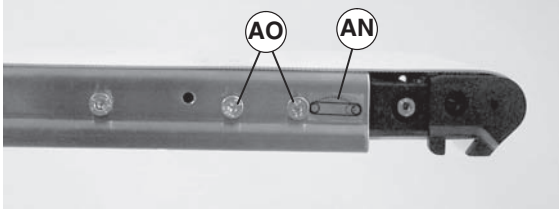
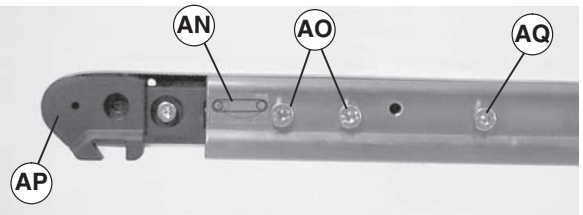
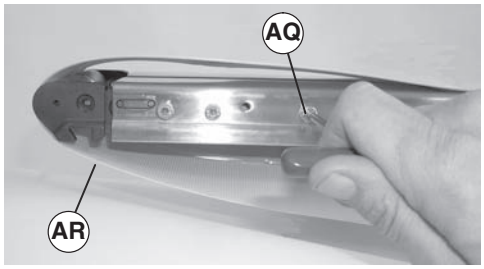

Figure 21
Figure 22
Figure 23
label (Figure 21, item AN) and (Figure 22, item AN), loosen two M6 socket head cap screws (AO) on each side of conveyor.
7. Retract idler spindle assembly (Figure 22, item AP) by pushing in on it or by turning M6 pinion screw (Figure 22, item AQ) and (Figure 23, item AQ) clockwise.
8. Remove conveyor belt (Figure 23, item AR) from both ends of conveyor.
10. On tension end of the conveyor identified with a label (Figure 21, item AN) and (Figure 22, item AN), loosen two M6 socket head cap screws (AO) on each side of conveyor.
11. Retract idler spindle assembly (Figure 22, item AP) by pushing in on it or by turning M6 pinion screw (Figure 22, item AQ) and (Figure 23, item AQ) clockwise.
11. On tension end of the conveyor identified with a label (Figure 21, item AN) and (Figure 22, item AN), loosen four M6 low head screws (AO).